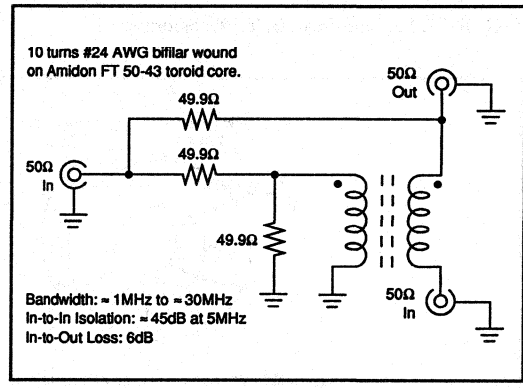

FIGURE 6. Passive Signal Combiner.
7. Two-tone testing will require isolation between test signal generators to prevent IMD generation in the test generator output circuits. An active summing amplifier using an OPA600 is shown in Figure 5. This circuit will provide excellent performance from DC to 5MHz with harmonic and intermodulation distortion products typically better than –70dBC. A passive (hybrid transformer) signal combiner can also be used (Figure 6) over a range of about 0.1MHz to 30MHz. This combiner's port-to-port isolation will be ≈45dB between signal generators and its input-output insertion loss will be ≈6dB. Distortion will be better than –85dBC for the powdered-iron core specified. Avoid ferrites.